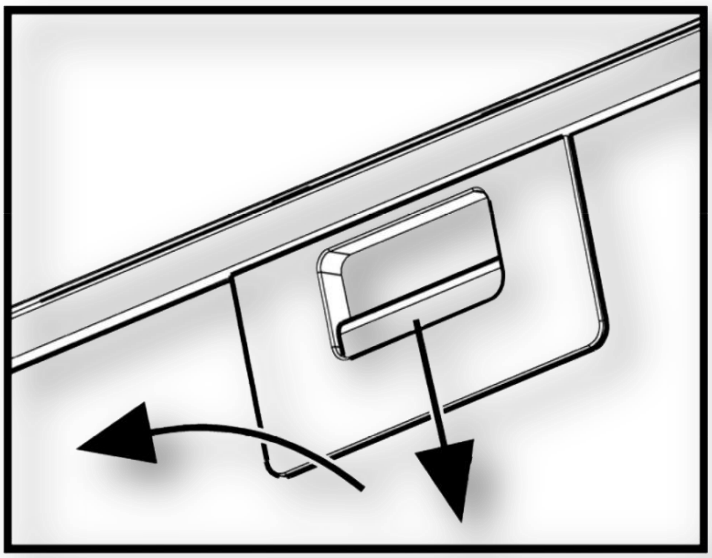

Рис.6
7.10 Для снятия алюминиевого фильтра **(рис.6)** необходимо нажать на пружинную задвижку **1** и, потянув на себя и вниз **2,** снять фильтр с панели.